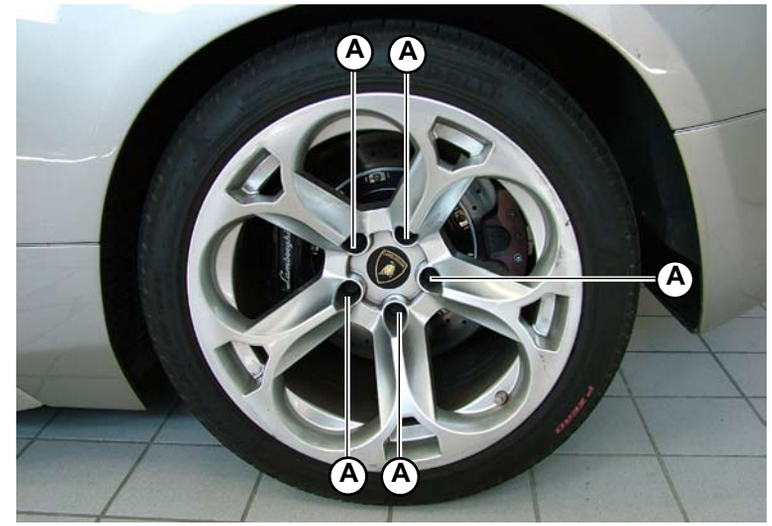

Fig.1
1. Disconnect the wheel from the hub by unscrewing the 5 screws (**A-Fig.1**) that secure it.